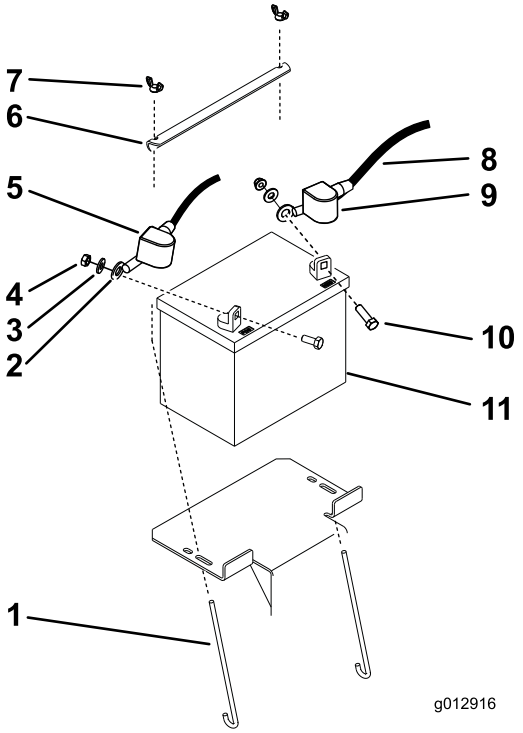

Figura 38
3. Levante la cubierta de goma negra del cable negativo, y desconecte el cable negativo del borne negativo (-) de la batería (Figura 38).
4. Retire la cubierta de goma roja del borne positivo (rojo) de la batería y retire el cable positivo (rojo) (Figura 38).
5. Retire la pletina de sujeción de la batería (Figura 38), y retire la batería.
1. Coloque la batería en la máquina (Figura 38).
3. Conecte primero el cable positivo (rojo) al borne positivo (+) de la batería con una tuerca, una arandela y un perno (Figura 38).
5. Luego conecte el cable negativo y el cable de tierra al borne negativo (–) de la batería con una tuerca, una arandela y un perno (Figura 38).